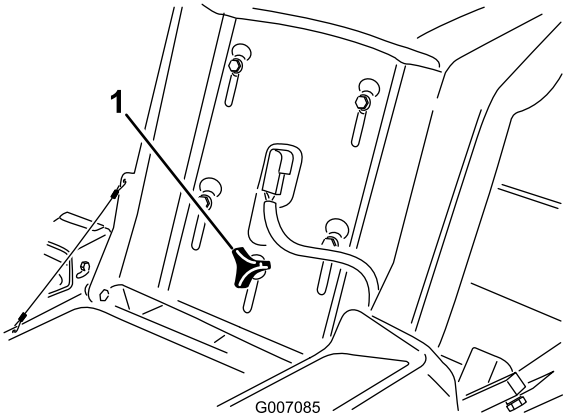

Figura 20
1. Alzate il sedile e allentate la manopola di regolazione appena a sufficienza per poter muovere il sedile (Figura 20).